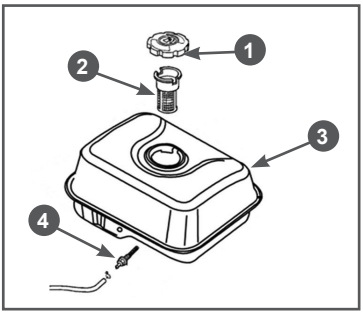

Рис. 33 Топливный бак и топливные фильтры
В топливном баке установлены два сетчатых топливных фильтра. Один фильтр устанавливается в заливной горловине топливного бака. Второй фильтр конструктивно объединен со штуцером топливного бака и установлен внутри бака (Рис. 33).
Каждые 300 часов работы или один раз в год в зависимости от того, что наступит раньше, необходимо производить очистку топливного бака от грязи и конденсата. Перед этим рекомендуется полностью выработать топливо. Одновременно с очисткой топливного бака необходимо проверять и очищать фильтр 4, установленный внутри бака (Рис. 33). Поврежденный или сильно загрязненный фильтр необходимо заменить.
3. Выкрутите из топливного бака выходной штуцер 4 и произведите его очистку (Рис. 33). Внимательно осмотрите сетчатый фильтр. При обнаружении механических повреждений замените штуцер топливного бака.